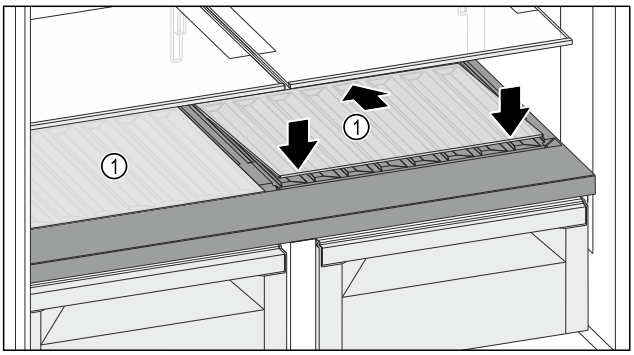

Fig. 134
▶ Place the glass shelf *Fig. 134 (1)* at an angle, tilted back and down.
▶ Lower the glass shelf *Fig. 134 (1)* at the front.